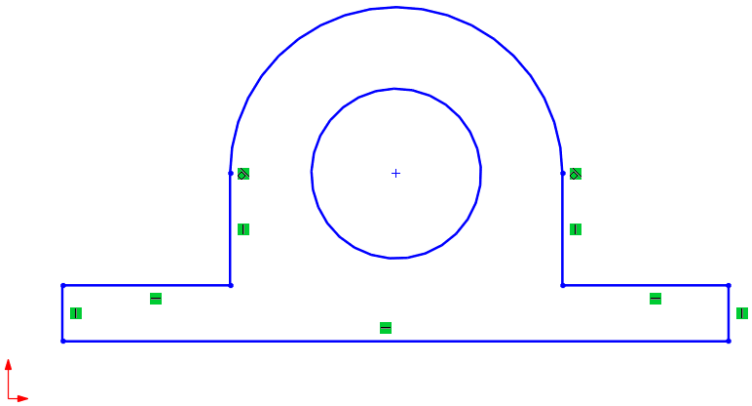

Figure 2-86 *Sketch after drawing the inner circle*
5. The final sketch after drawing a circle inside the outer loop is shown in Figure 2-86.